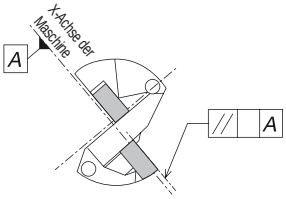

Abb. 4
① Stellen Sie den Bohrer mit der äußeren Wendeschneidplatte parallel zur x-Achse des Revolvers ein. (Abb. 4)
② Bringen Sie den gewünschten Korrekturwert auf der Skala der Excenterhülse mit der Mittenachse der Kühlkanalverschlussschraube auf eine Linie.
③ Wenn kein Kern stehen bleibt, drehen Sie die Excenterhülse ins Plus (+); um den Kern zu vergrößern, wenn der Kern größer als 1 mm ist, drehen Sie die Hülse ins Minus (-), um den Kern zu verkleinern..
④ Um die Excenterhülse zu drehen, stecken Sie den mitgelieferten Inbusschlüssel in das Loch auf dem Bund mit der Skala. Anschließend können Sie die Excenterhülse drehen.
⑤ Ziehen Sie die Spannschraube der Revolveraufnahme, die durch das Fenster der Excenterhülse direkt auf den Bohrer gespannt wird, fest an.